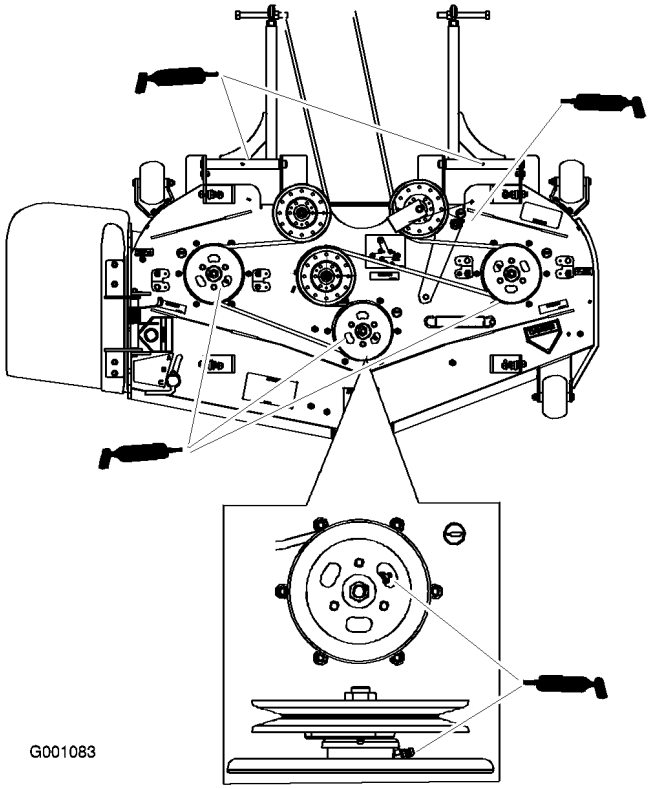

Figur 31
4. Smør de tre spindellagrene under leverullene inntil fett kommer ut av de nedre forseglingene (Figur 31).
5. Smør lederullarmen på klippeenheten (Figur 31).
6. Smør niplene på trykkarmene (Figur 31).